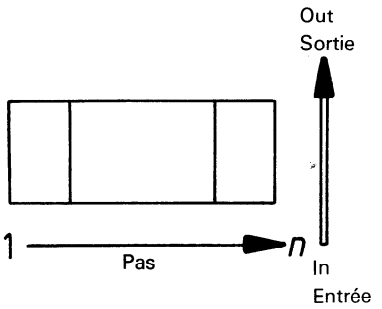

Figure 2
5.3.2 Forme générale d'un opérateur séquentiel horizontal (voir figure 2)